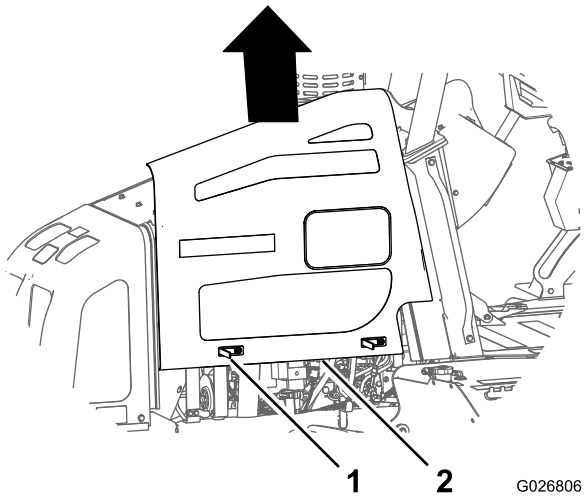

Rysunek 60
4. Unieś panel i zdejmij go z maszyny (Rysunek 60).